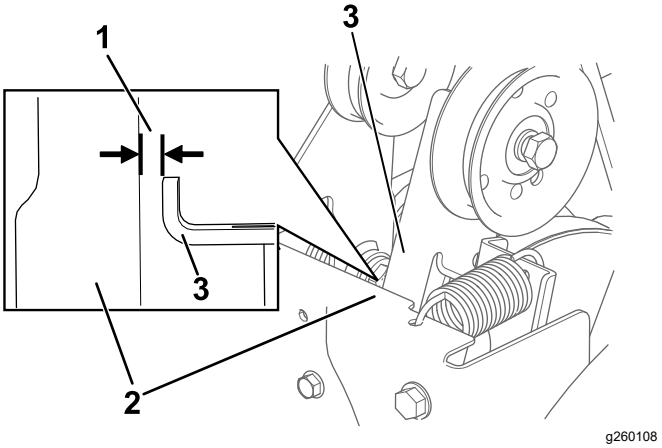

**Figure 31**
3. Lorsque le levier de commande de la vis sans fin/turbine est désengagé, vérifiez qu'un écart de 1,5 mm (1/16 po) existe entre le bras d'embrayage de la vis sans fin et le cadre de la machine, comme montré à la Figure 31.